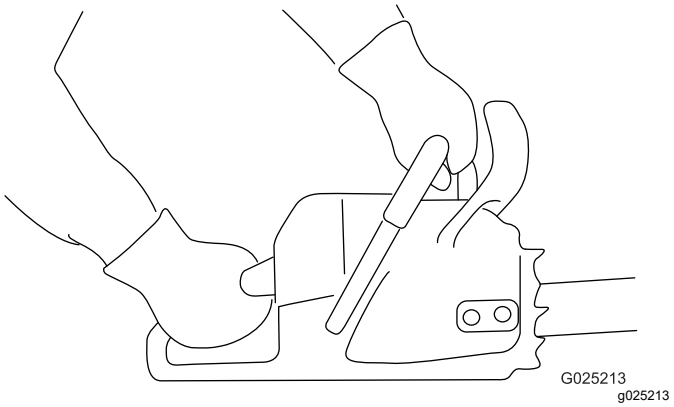

**Rysunek 11**
1. Chwytaj piłę łańcuchową 2 rękoma, trzymając lewą dłoń na uchwycie przednim i prawą na uchwycie tylnym w sposób pokazany na Rysunek 11.
1. Chwyć piłę łańcuchową w sposób pokazany na Rysunek 11.
3. Chwyć piłę łańcuchową w sposób pokazany na (Rysunek 11).